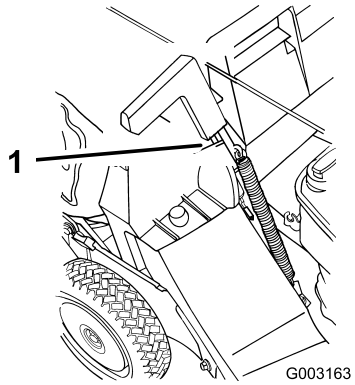

Figur 23
5. Tryck utkastarluckans handtag framåt tills tappen hakas loss och för handtaget bakåt tills tappen låses fast i skåran på uppsamlaren (Figur 23).